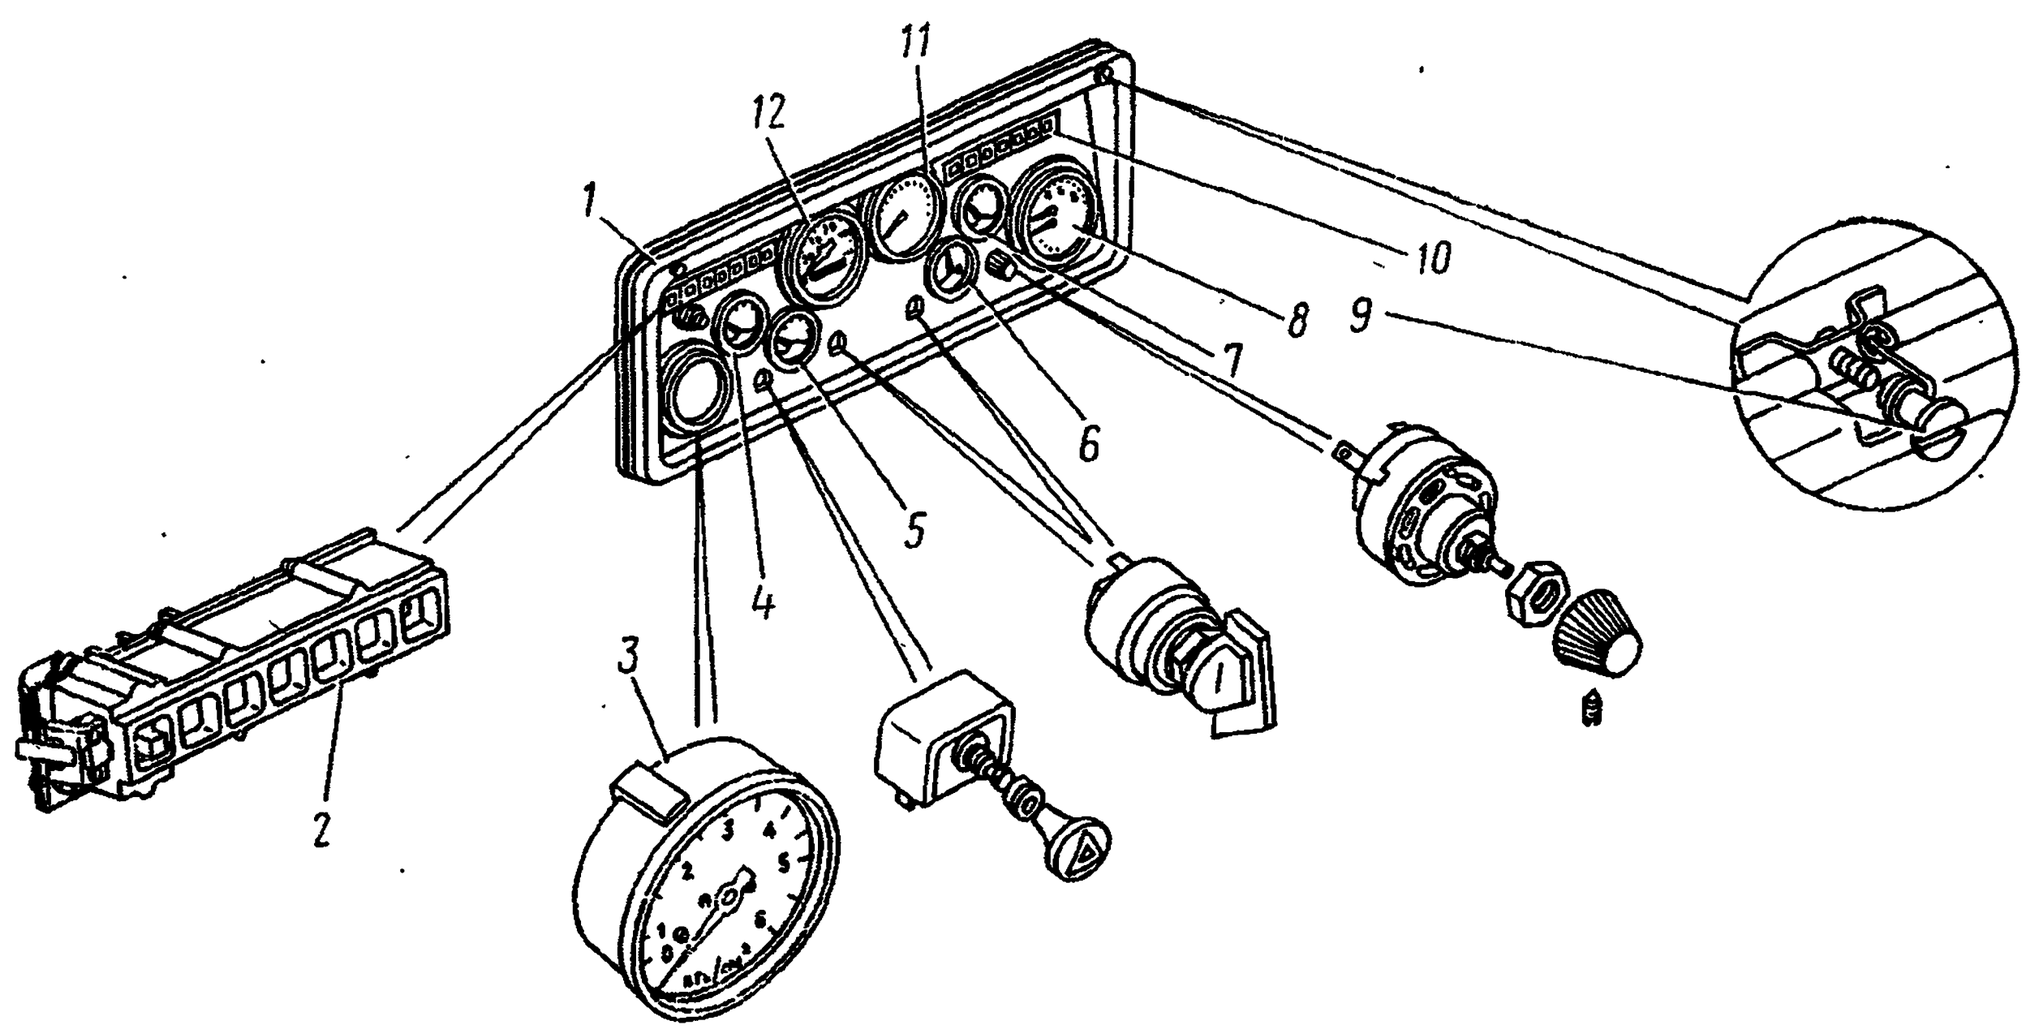

Рис. 73. Панель приборов:
2. Выверните винты *9* (рис. 73) крепления и отклоните панель приборов	Отвертка